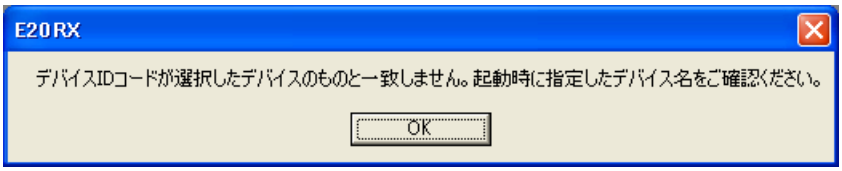

図 6.2 ワーニングメッセージ
(2) デバッガ起動時に図 6.2の「デバイスIDコードが選択したデバイスのものと一致しません。」というワーニングが表示される。